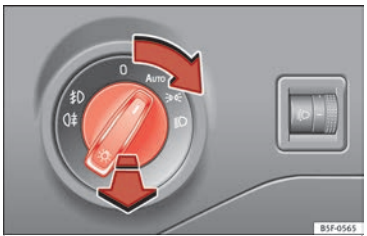

Fig. 36 Ver ubicación en la pág. 9-10
• Gire el interruptor hacia la posición deseada »» fig. 36.